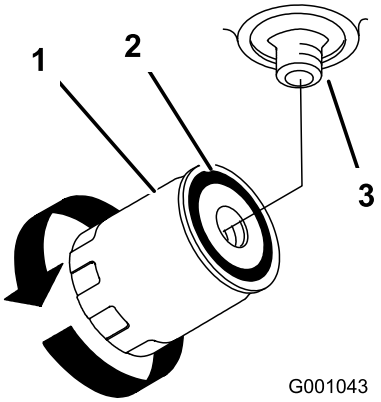

**Figuur 77**
4. Smeer een dun laagje hydraulische vloeistof op de rubberen pakking van het nieuwe filter (Figuur 77).
7. Vul de hydraulische tank met hydraulische vloeistof totdat de vloeistof over het filter stroomt. Draai vervolgens het oliefilter rechtsom totdat de rubberen pakking contact maakt met het filtertussenstuk. Draai het filter daarna met de hand nog een extra 1/2 slag vast (Figuur 77).